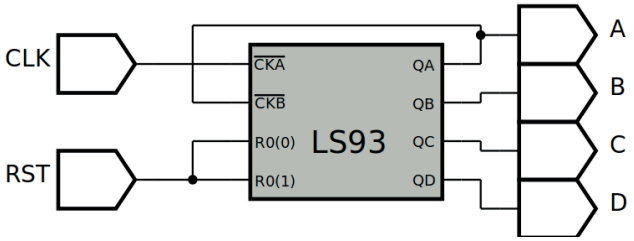

Figura 10.16 – Diagrama esquemático.
4. Utilize um programa de simulação em computador (SmartSim, Atanua, Qucs) faça a simulação do circuito da figura 10.16. Compare os resultados com a tabela 10.4.